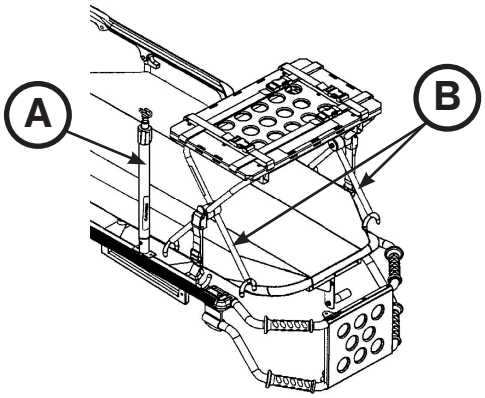

Abbildung 56
3. Wenn die Trage mit einem Infusionsständer ausgestattet ist, den Infusionsständer (A) in die angehobene Position bringen, wie in Abbildung 56.
4. Die Defibrillatorplattform, wie in Abbildung 56 dargestellt, auf dem Tragenrahmen platzieren. Die Innenbeine (B) der Defibrillatorplattform in Richtung des Kopfendes der Trage positionieren, um die Defibrillatorplattform ordnungsgemäß auf den Tragenrahmen aufzulegen.